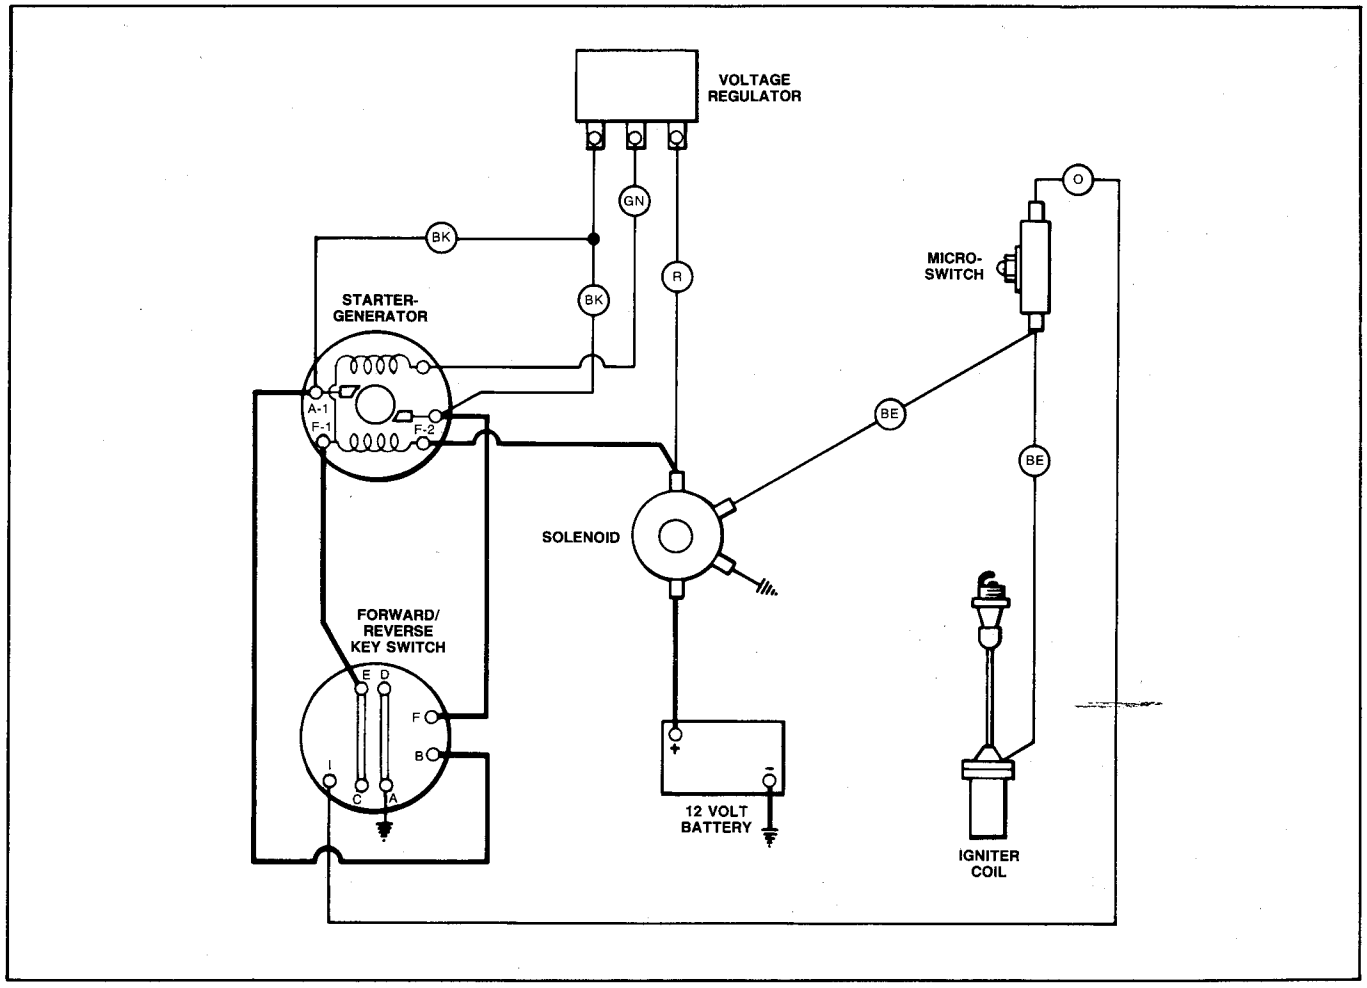

Figure 103 – Wiring Diagram
b. See wiring diagram, Figure 103. Reconnect the voltage regulator wires as follows: